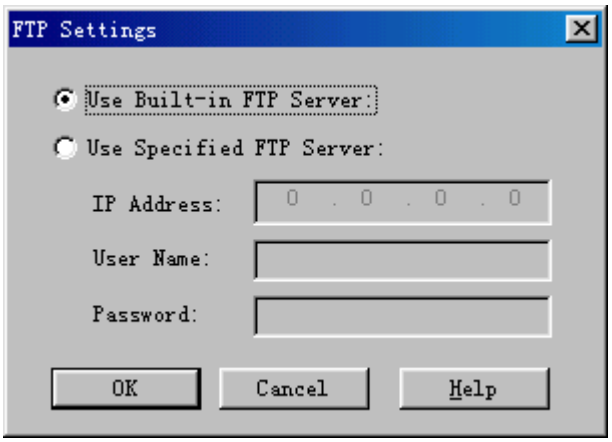

Figure 14-3 FTP Settings dialog box
4) Click **Modify…** in the dialog box. The **FTP Settings** dialog box opens up as shown in Figure 14-3.